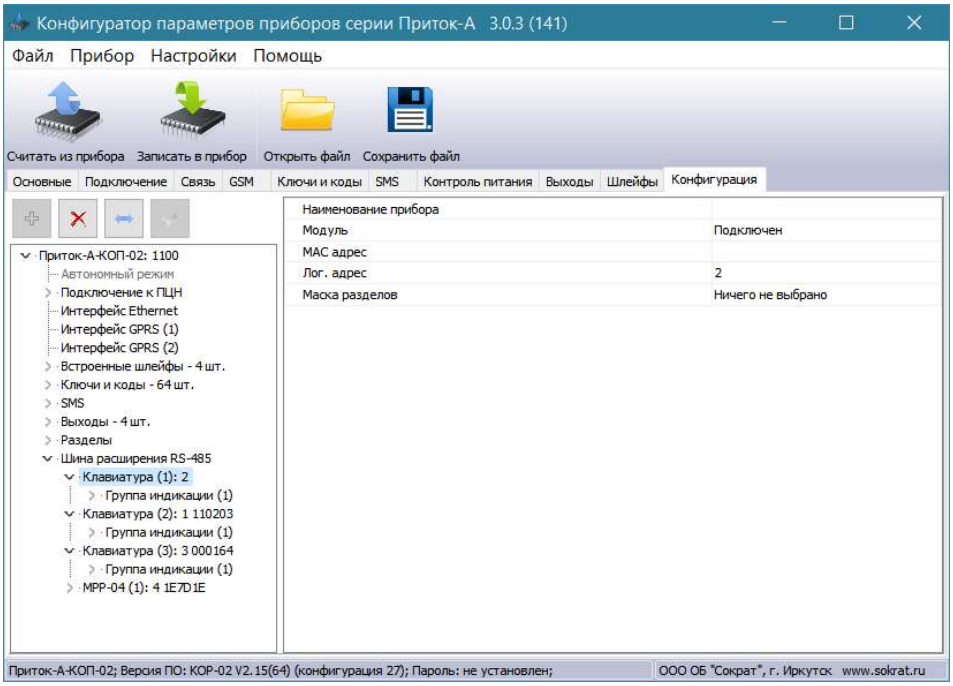

Рисунок 4 – Окно параметров
10. Выделить курсором добавленную «Клавиатуру» и в появившемся окне «Параметры» (см. рисунок 4) заполните следующие поля: